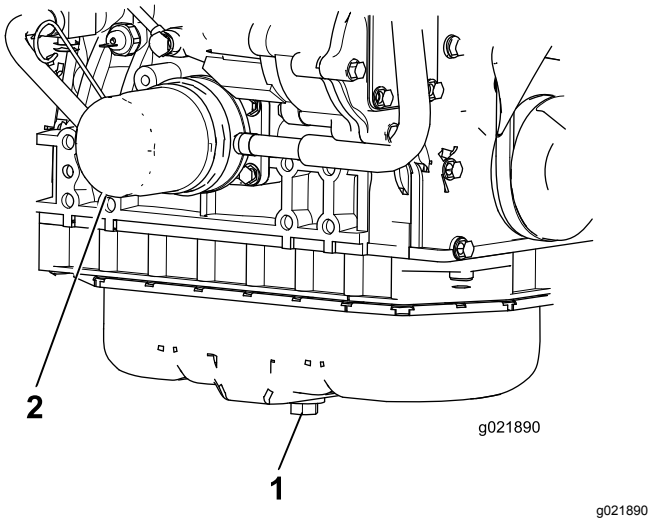

Figur 56
1. Fjern aftapningsproppen (Figur 56), og lad olien flyde over i aftapningsbeholderen. Når al olien er drænet, skal aftapningsproppen monteres.
2. Fjern oliefilteret (Figur 56). Smør et tyndt lag ren olie på det nye filters pakning, før det skrues på. **Overspænd ikke.**